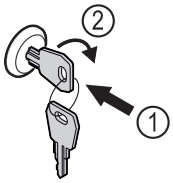

Fig. 133 Voorbeeld
▶ Sleutel erin duwen *Fig. 133 (1)*.
▶ Sleutel 90° rechtsom draaien *Fig. 133 (2)*.